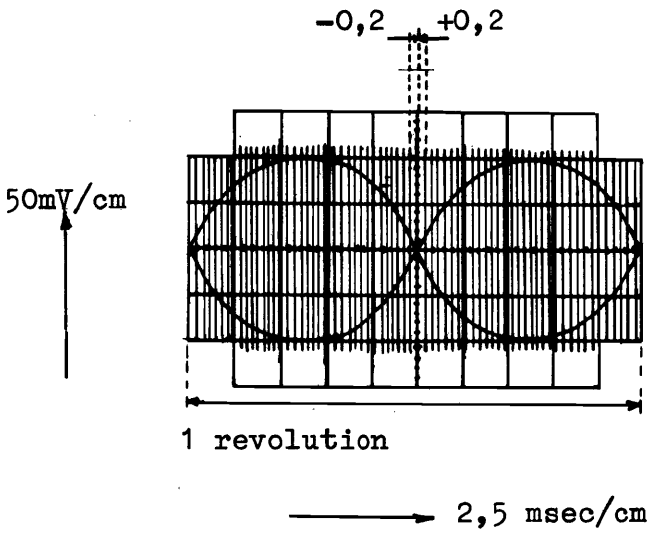

Fig 7-21
9) Adjust head 0 as shown in fig. 7-21.